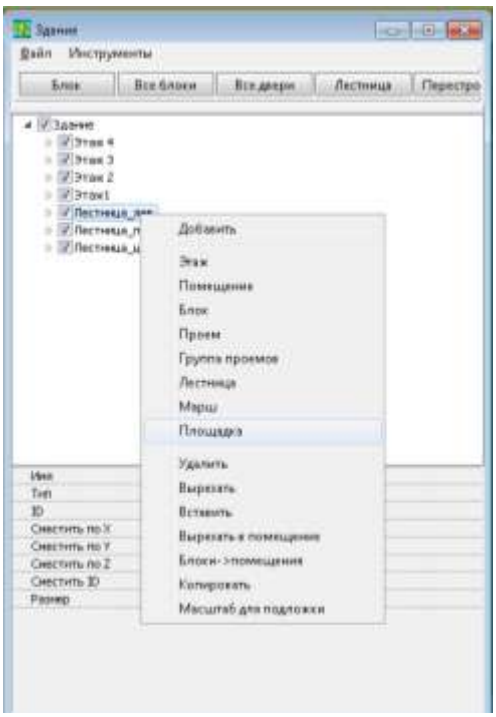

Рисунок 4.91 – Формирование лестниц из блоков каркаса. Создание лестничной площадки. Инструмент «Здание»
(1) добавить элемент *«Площадка»* на «Лестницу» (Рисунок 4.91), если элемент уже существует, то выделить его левой клавишей мыши (Рисунок 4.92 б);